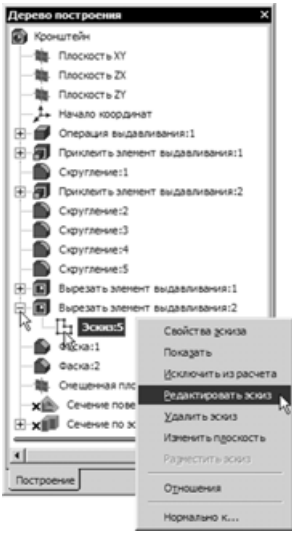

Рис. 4.30
- Укажите курсором на эскиз, щелкните правой кнопкой мыши и выполните команду **Редактировать эскиз** (рис. 4.30).